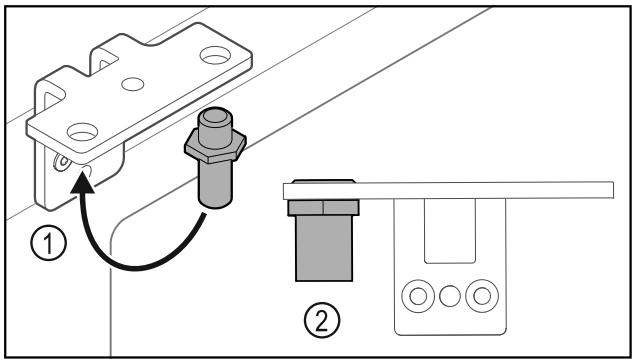

Fig. 20
▶ Mutați bolțul *Fig. 20 (1)* în colțarul balamalei.
▶ Strângeți bolțul *Fig. 20 (2)* cu **cuplul de 12 Nm**.